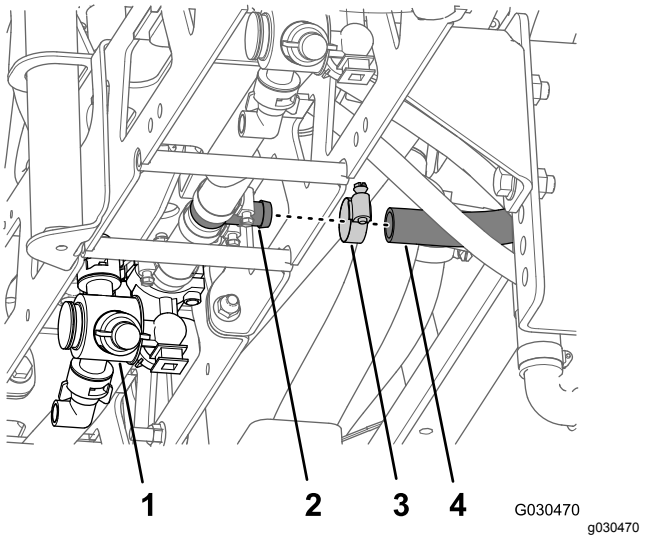

Figur 62
4. Ved siden av den midtre sprederdysen, fjern slangeklemmen og bomslangen fra T-stykket med mothaker (Figur 62).